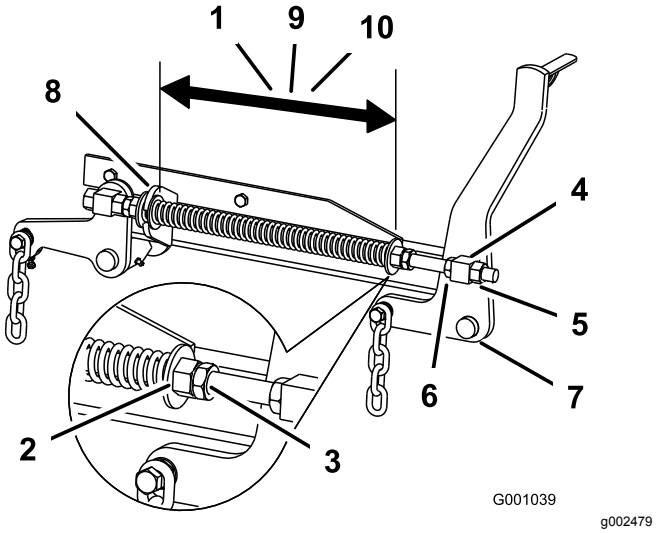

Figuur 107
2. Controleer de afstand tussen de 2 grote ringen; deze moet 28,2 cm bedragen bij een maaidek van 132 cm, 26,7 cm bij een maaidek van 152 cm en 29,2 cm bij een maaidek van 183 cm (Figuur 107).
3. U kunt deze afstand instellen door de contramoer van de veer los te draaien en vervolgens te draaien aan de moer op de voorkant van elke veer (Figuur 107).
4. U borgt de moer in deze stand door de contramoer van de veer vast te draaien (Figuur 107).